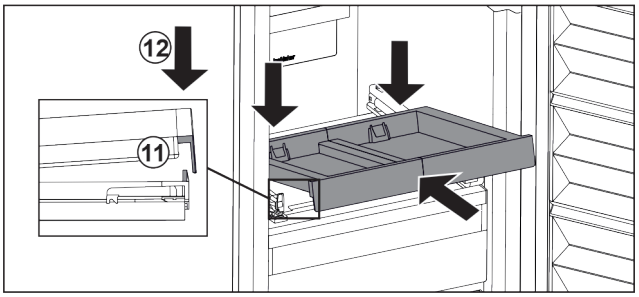

Fig. 173
▶ Inserați-l oblic. Aveți în vedere ca opritorul să fie în spatele lamelei pe ambele părți. *Fig. 173 (11)*
▶ Depuneți raftul extractibil în față. *Fig. 173 (12)*